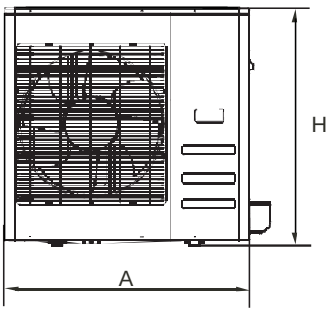

Fig. 5-2
- *If possible, please remove the obstacles nearby to prevent the performance from being impeded by too little of air circulation. Refer to Fig. 5-2.*